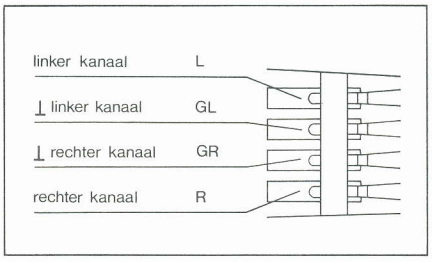

Fig. 13
3. De aansluitingen aan de systeemhouder monteren volgens de kleurcode van fig. 13.